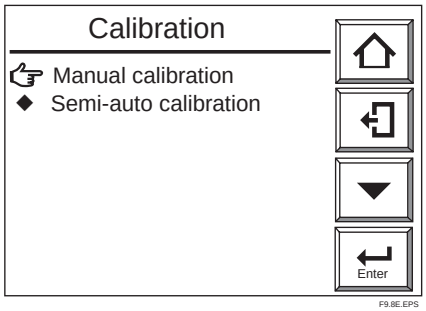

Figure 9.8 Calibration Display
(1) Press the Setup key in the basic panel display to display the Execution/Setup display. Then select Calibration from the Execution/Setup display. The Calibration display shown in Figure 9.8 appears.